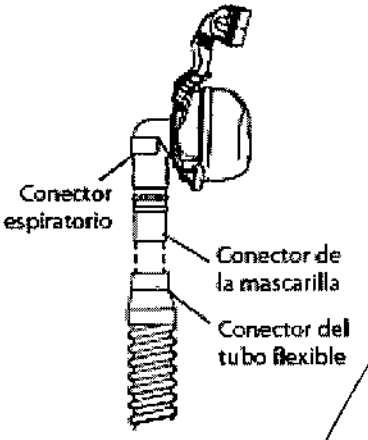

Figura 4 - Conexión de una mascarilla con conector espiratorio incorporado
A. Si está utilizando una mascarilla con un conector espiratorio incorporado, conecte el conector de la mascarilla al tubo del circuito, tal como se muestra en la figura 4.